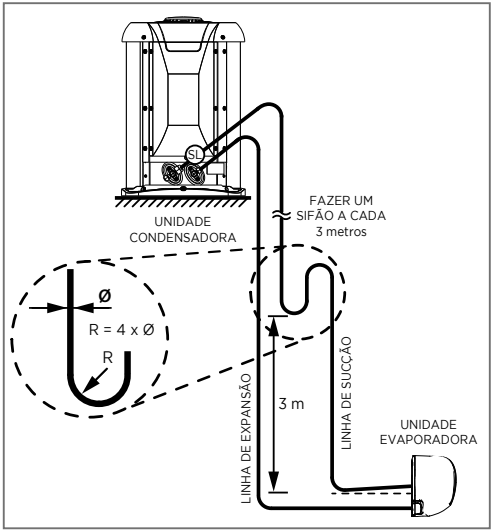

FIG. 19 - LINHAS DE INTERLIGAÇÃO
1. Quando a unidade condensadora estiver em um nível superior ao da unidade evaporadora, fazer sifões nas subidas da linha de sucção a cada 3,0 metros; considerando desde a saída da evaporadora (Fig. 19).
3. Inclinar as linhas horizontais de sucção no sentido do fluxo. (Fig. 19)